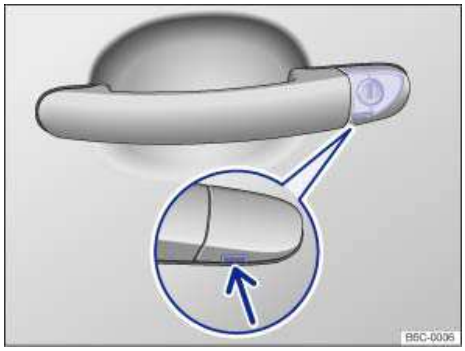

Fig. 159 Door handle on driver door: Concealed lock cylinder.
- If the vehicle has a concealed lock cylinder, insert the key bit from below into the opening of the cover cap on the driver door ⇒ fig. 159 (arrow) and lift the cover cap off. Grasping the door handle and pulling slightly makes it easier to remove the cap.